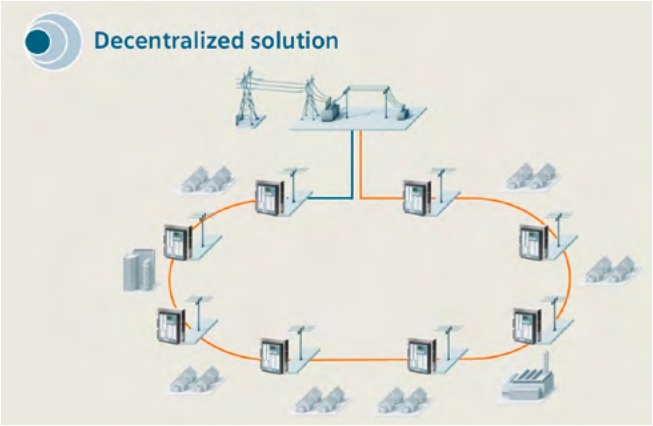

Fig. 6.6-15: Decentralized architecture
- Handle further actions for reconfiguration and service restoration (fig. 6.6-15).